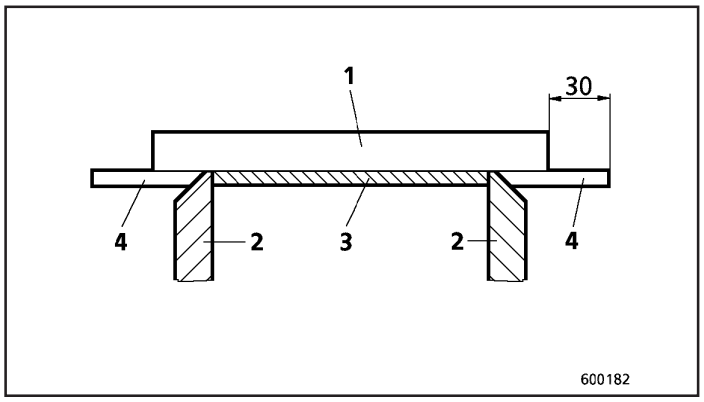

Fig.72
3. Fixe placas posteriores de apoio (3 e 4, Figs. 72 e 73) nas duas extremidades remanescentes da chapa de base (1). Ajuste as chapas de maneira apropriada e eliminando qualquer folga.